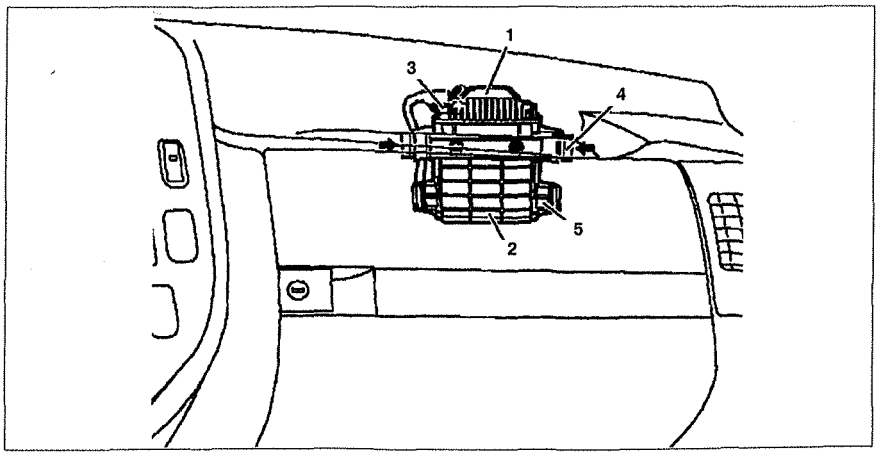

Рис. 4.58. Блок управления электронной системой управления впрыском топлива:
2. Отсоедините разъем **1** от блока управления **2,** слегка нажав пружину **3** (см.рис.4.58).